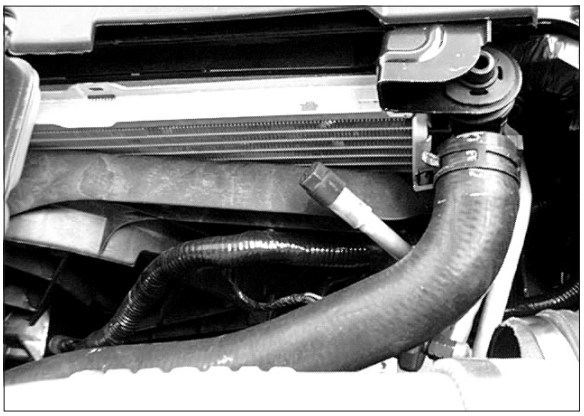

Fig. 6-a
A. Carefully bend the high pressure air conditioning line (the line with the pressure port and cap) so that the pressure port rotates down (for supercharger inlet clearance). (See *Fig. 6-a*.)